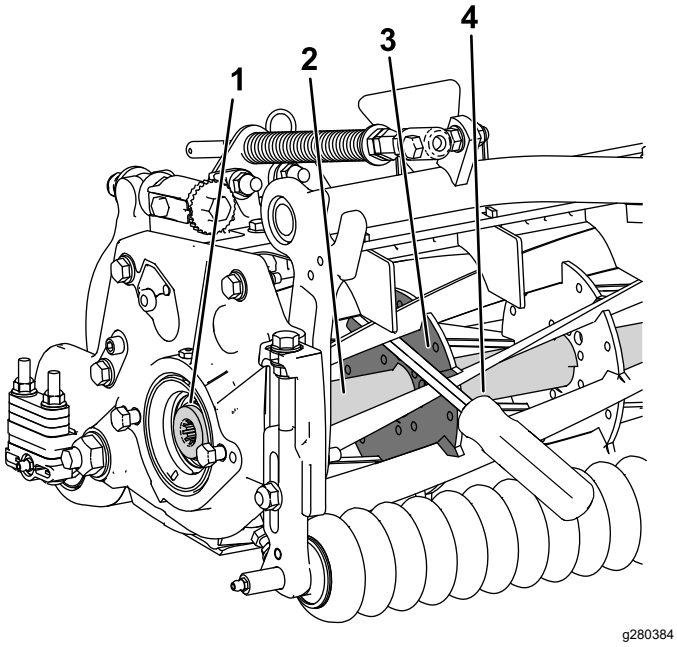

Рисунок 29
1. Вставьте монтировку с длинной ручкой (рекомендуется использовать монтировку размером 0,95 x 30 см [⅜ x 12 дюймов] с рукояткой как у отвертки) через переднюю часть режущего барабана, максимально близко к боковой части режущего блока, к которому вы будете прилагать крутящий момент (Рисунок 29).
2. Установите монтировку так, чтобы она была прижата к сварной стороне внутреннего усиливающего компонента барабанного режущего блока (Рисунок 29).